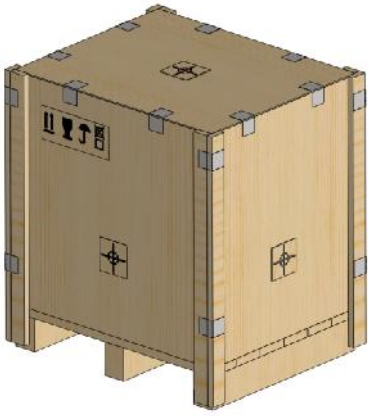

Рис. 15 Упаковка выключателя
1.8.3 Для транспортировки выключатель устанавливается на деревянный поддон, оборачивается в прозрачную полиэтиленовую пленку и упаковывается в деревянную тару (рис. 15). Способы крепления выключателя на транспортном поддоне показаны на рис. 16.